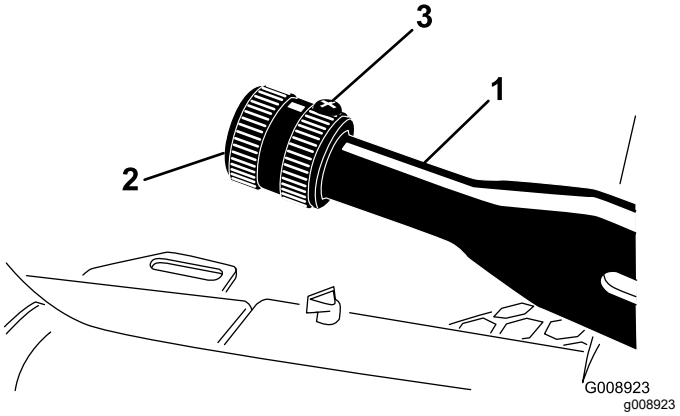

Figur 75
2. Lossa ställskruven som fäster ratten på parkeringsbromsspaken (Figur 75).